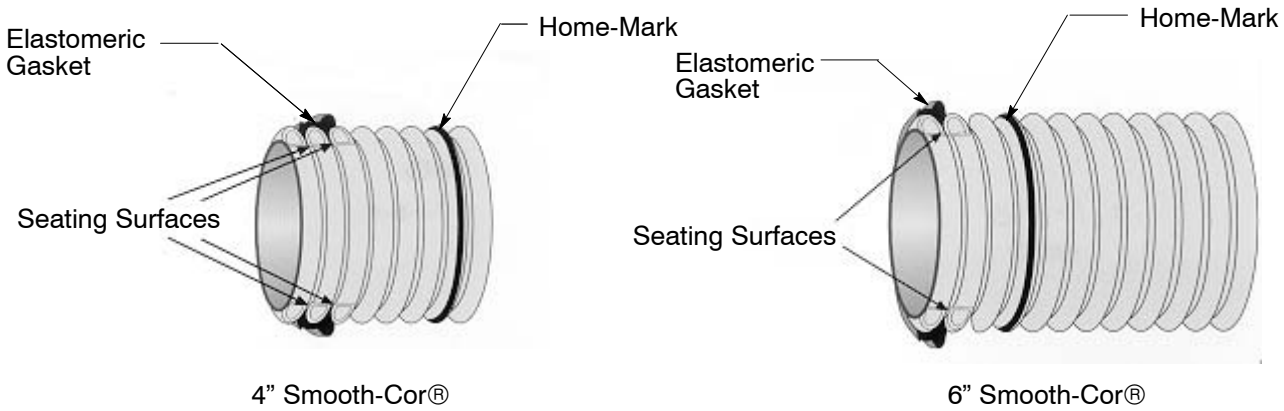

Figure 26
2. Place the gasket over the newly cut and cleaned end, making certain to seat the gasket on the second corrugation for 4” conduit and on the 6” conduit. The higher ridge of the elastomeric seal is positioned toward the body of the conduit and the lower ridge toward the end of the conduit. Using a felt marker, place a home-mark on the conduit to achieve proper coupling. When using 4” conduit, place the home-mark on the seventh corrugation; for the 6” conduit, place the home-mark on the fourth corrugation. Repeat steps 2-5 as shown on Page 12 and 13 to complete coupling. See Figure 26.